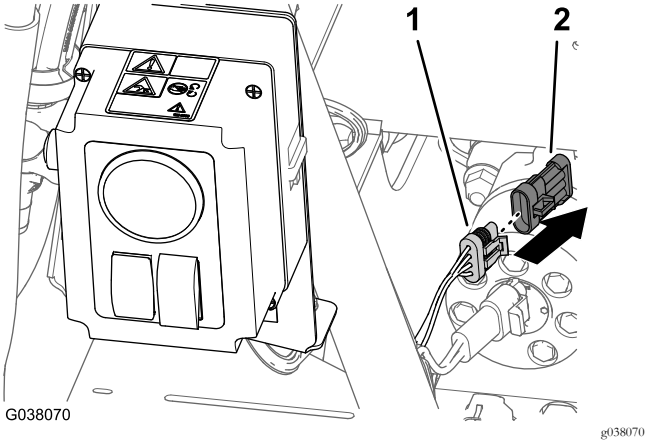

Figuur 118
1. Verwijder achteraan de machine de dop van de connector met 4 contacten van de achterste kabelboom met aanduiding HOSE REEL (slanghaspel) (Figuur 118).